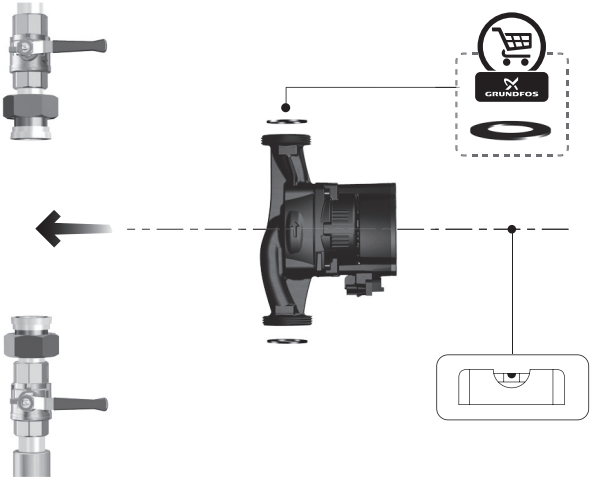

Рис. 3 Монтаж насоса ALPHA1 L
2. Перед тем, как насос ALPHA1 L будет смонтирован в трубопроводе, установите две прокладки, поставляемые с насосом (см. рис. 3). Установите насос ALPHA1 L так, чтобы положение вала электродвигателя и головной части насоса удовлетворяло требованиям, изложенным в разделе *8.2. Требования к расположению насоса*.